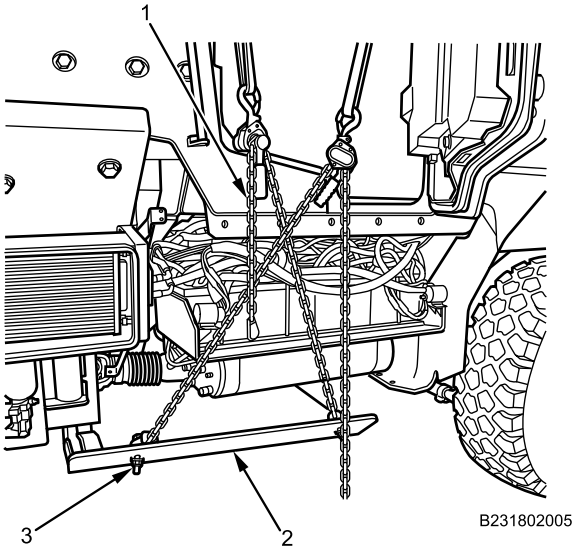

Figure 17. Right Side Chain Hoist.
2. Attach chain hoist (Figure 17, Item 1) to lower right side belly armor (Figure 17, Item 3) with two armor bolts (Figure 17, Item 2), washers, and nuts. Tension chain hoist as required to support belly armor plate.